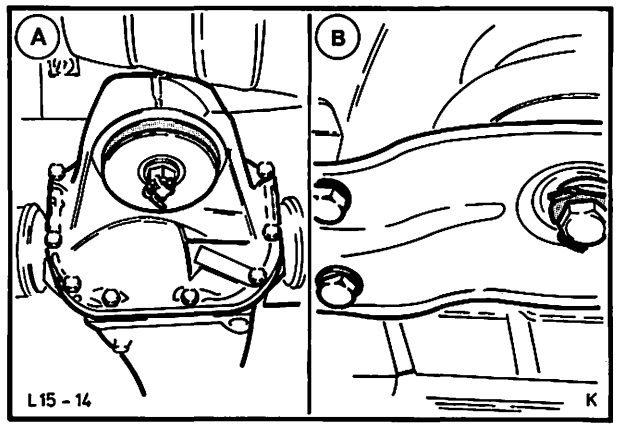

Abb. 31 A = Bolzen – Achsaufhängung hinten sichern
14. Hinterachs-Querträger mit Führungsplatten an die Bodengruppe montieren. Bolzen Querträger – Gummilager mit vorgeschriebenem Drehmoment festziehen und sichern. Schrauben Führungsplatten festdrehen. Bolzen – Achsaufhängung hinten einsetzen, Mutter aufschrauben und versplinten, Abb. 31.